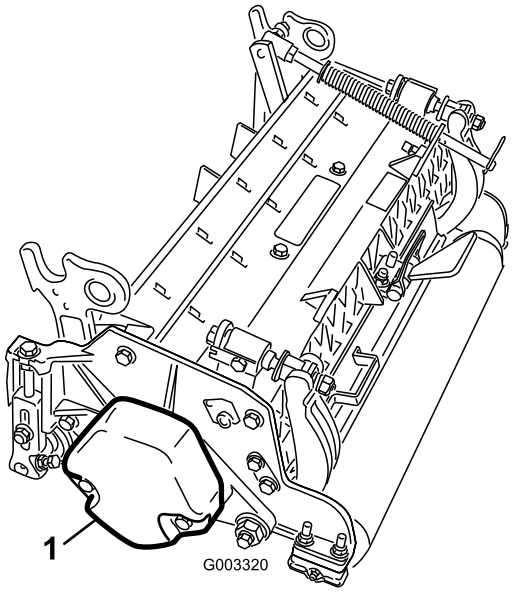

Figur 6
1. På klippeenhet nr. 2 og 4, fjern de to hodeskruene som fester motvekten på venstre side av klippeenheten. Fjern motvekten (Figur 6).